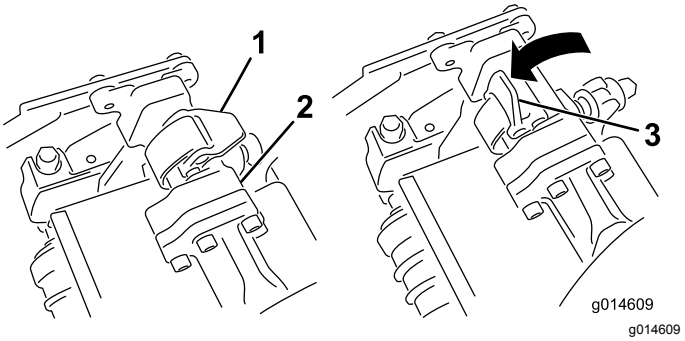
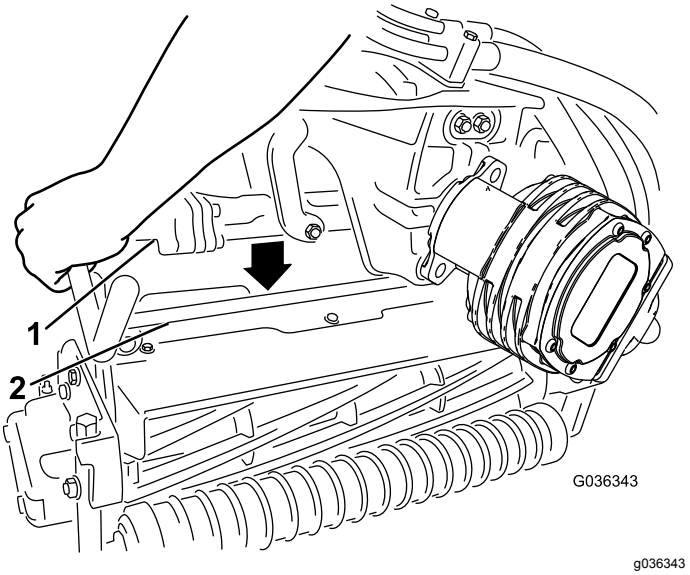

**Figuur 48**
**Figuur 49**
4. Zorg ervoor dat de vergrendelingen op de ophangarm omhoog wijzen (dus open staan) (Figuur 48), druk de ophangarm omlaag zodat de stang ervan over de stang aan de bovenkant van het maaidek valt (Figuur 49).
5. Sluit de vergrendelingen rond de stang van het maaidek en vergrendel ze (Figuur 48).
5. Open de vergrendelingen op de stang van de ophangarm van het maaidek dat u wilt verwijderen (Figuur 48).